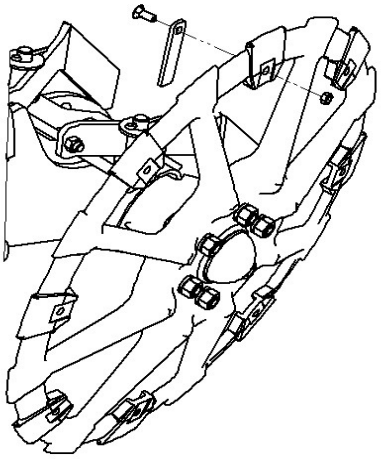

Figure 7-12: Adding or Removing Rim-Mounted Filler Tabs
NOTE: If bolts (B) are removed, they must be reassembled in holes (C) shown below in Figure 7-12. The bolts must line up exactly in line with the opposite spokes of the lifter wheels or they will not line up correctly on the wheel fillers.
2. Fasten with a bolt and nut as shown in Figure 7-12.